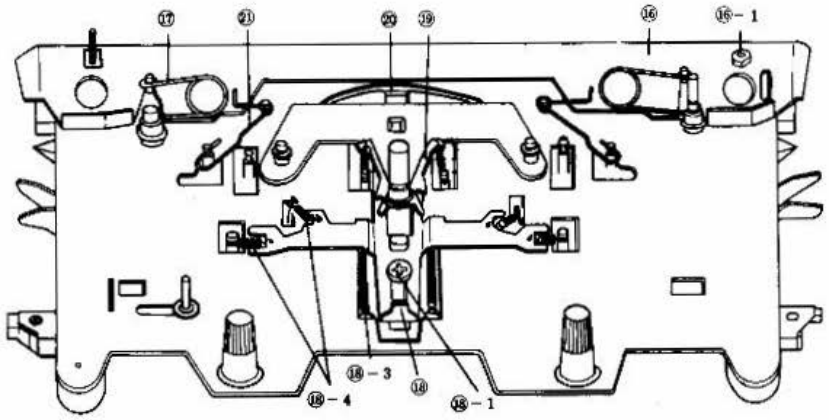

Fig. 6
15.2 Fix the holding cam lever shaft with a washer and snap ring 3 from the outer side of the carriage. (See Fig. 6)